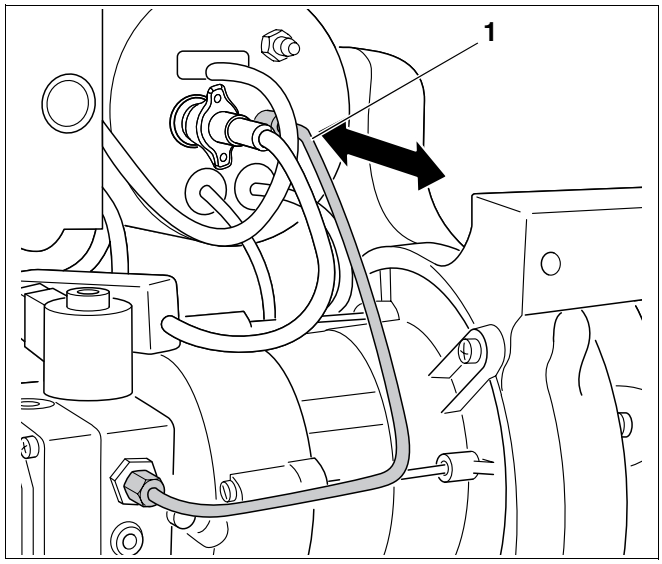

Fig. 25 Controllare la posizione corretta del sistema di miscelazione
- Sfilare di circa 5 mm il tubo di alimentazione gasolio (fig. 25, **pos. 1**) e rilasciare.